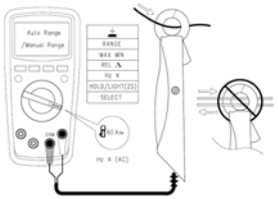

Figure 11
*. 60A AC and DC current clamp measurement (See Figure 11). Connect as shown in the figure with the attached current clamp. (Only applicable for UT139C)